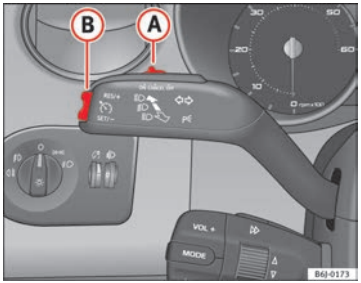

Fig. 112 Turn signal and main beam headlight lever: switch and rocker switch for the cruise control
– Press the lower part **SET** of the rocker switch ⇒ fig. 112 (B) once briefly when you have reached the speed you wish to set.